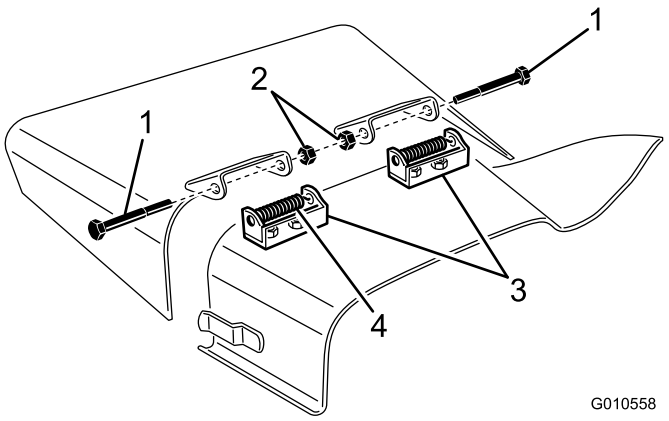

Figur 29
4. Fjern de to hodeskruene, låsemutterne og fjærene som holder avlederfestene festet til svingbrakettene (Figur 29).
5. For å fjerne svingbrakettene, fjern låseskruene og mutrene (Figur 29).